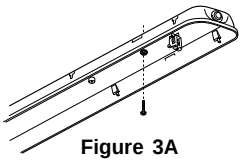

Figure 3A
See figure 3A.
For A: With fixture housing to ceiling and secure with mounting screws(not included).Use one rubber washer and one washer per screw(included in parts pack). **See figure 3A.**
A. Montage en saillie sans ferrure de montage.**Voir la figure 3A.**
Pour A: Tenir le boîtier de l'appareil au plafond et visser les vis de montage (non fournies). Utiliser une rondelle de caoutchouc et une rondelle par vis (fournies).**Voir la figure 3A.**